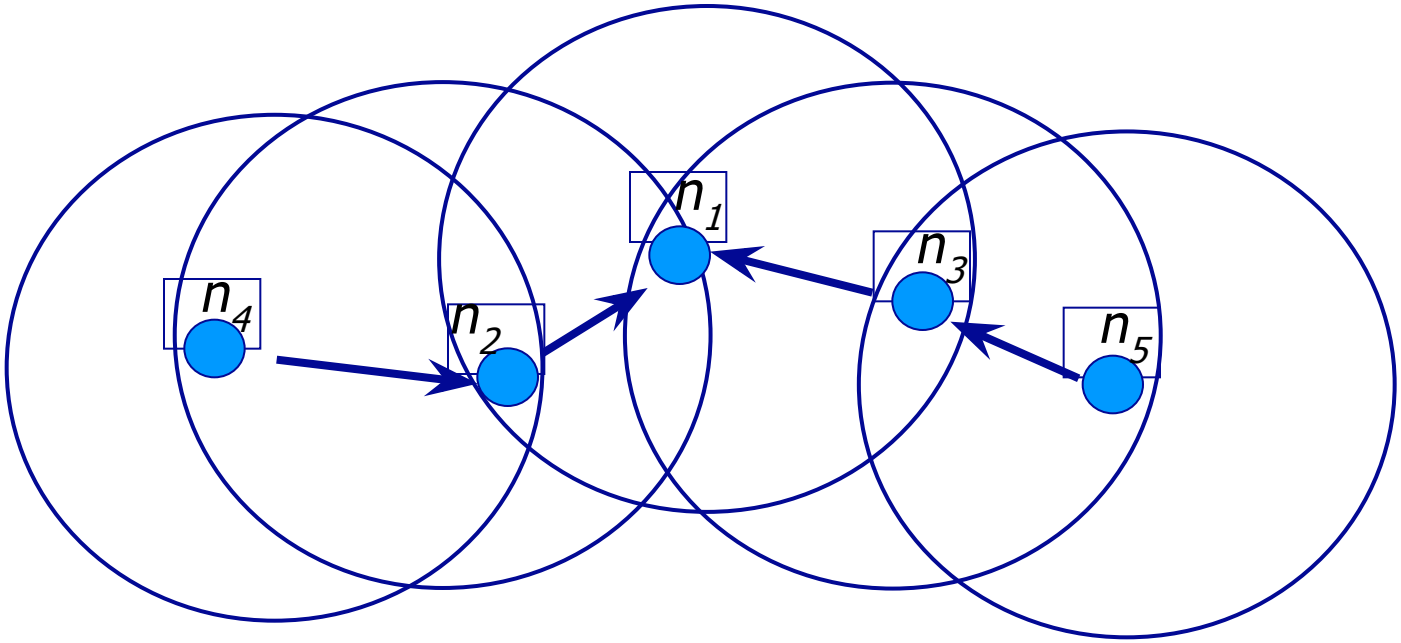

Рис. 2. Пример дерева запросов для запроса Q и DTA-спецификация
- Пример дерева запросов для запроса Q и соответствующая DTA-спецификация показаны на Рис.2.